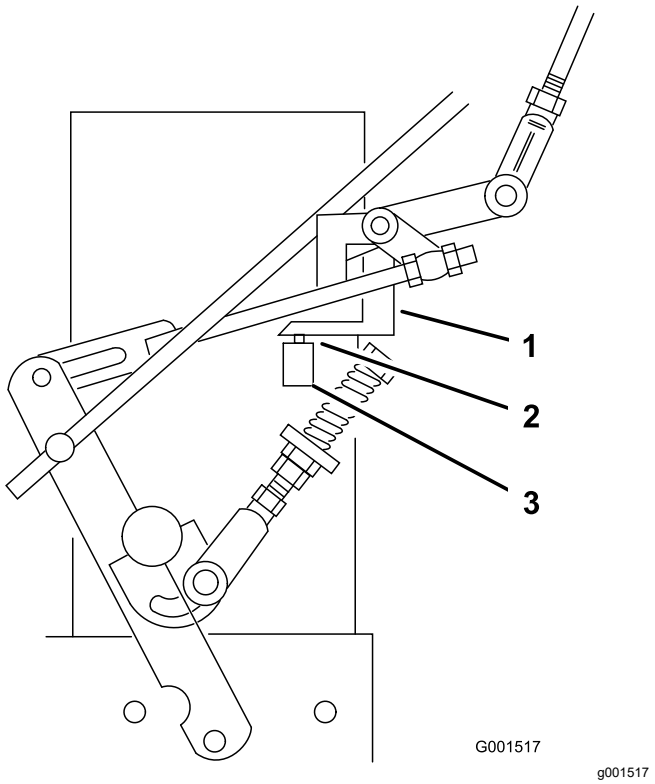

Figuur 30
7. Verzeker dat de veiligheidsschakelaar is ingedrukt en dat er 8 mm ruimte is tussen het lipje en de schakelaar (Figuur 30).
8. Verstel indien nodig de plaats van de schakelaar om te zorgen voor 8 mm ruimte (Figuur 30).